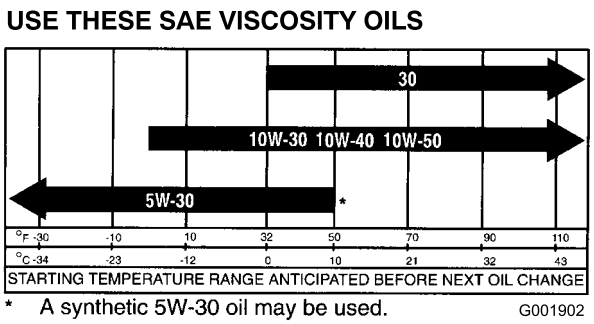

Figuur 22
3. De motor gebruikt hoogwaardige reinigingsolie, type 10W30, waaraan het American Petroleum Institute (API) "onderhoudsclassificatie" CF of hoger heeft verleend. Kies olie met de juiste viscositeit overeenkomstig de tabel op Figuur 22.